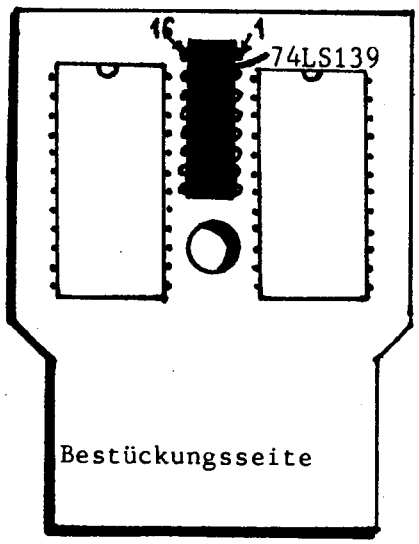

Abbildung 29
6. Auf der ROM-Platine ist zwischen den beiden 24-poligen Sockeln genug Platz, daß Sie dort das IC mit der beschrifteten Seite nach unten auf die Platine kleben können. Ein Tropfen Alleskleber genügt. Die Kerbe des ICs soll dabei zur oberen Kante der Platine zeigen. Die genaue Positionierung geht aus Abb. 29 hervor.